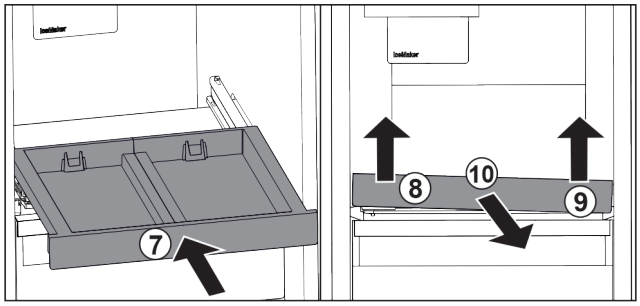

Fig. 25
▶ Auszugsbord einschieben. *Fig. 25 (7)*
▶ Auszugsbord vorne links anheben. *Fig. 25 (8)*
▶ Auszugsbord vorne rechts anheben. *Fig. 25 (9)*
▶ Auszugsbord nach vorne entnehmen. *Fig. 25 (10)*